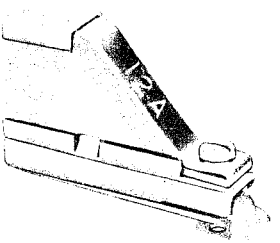
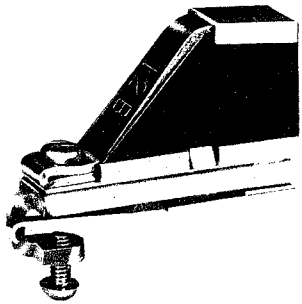
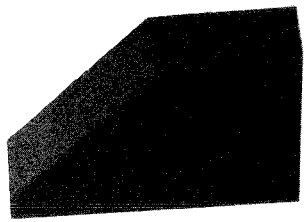

Fig. 14 — 12A Guard
Fig. 15 — 12B Guard
Fig. 16 — NS20353 L1
4.01 Common protective devices used on special service circuits are shown in Fig. 1 through Fig. 15.
4.09 The 12A guard, Fig. 14 is a metal framework covered top and bottom with insulating material, and provided with a latch spring, which must be deflected to remove guard. It is designed for use on 444 type jacks and is now Manufactured Discontinued. (Superseded by NS20353 L1 Fig. 16)
4.10 The 12B guard, Fig. 15 is the same as the 12A guard except it has a locking screw for maximum security. It is also Manufactured Discontinued. (Superseded by NS20353 L1 Fig. 16).
4.11 The NS20353 L1 guard consists of a red plastic insulator detail, Fig. 16, provided with a snap lock fit for security. This guard is designed for use on 444 type jacks, and supersedes the 12A and 12B guards.